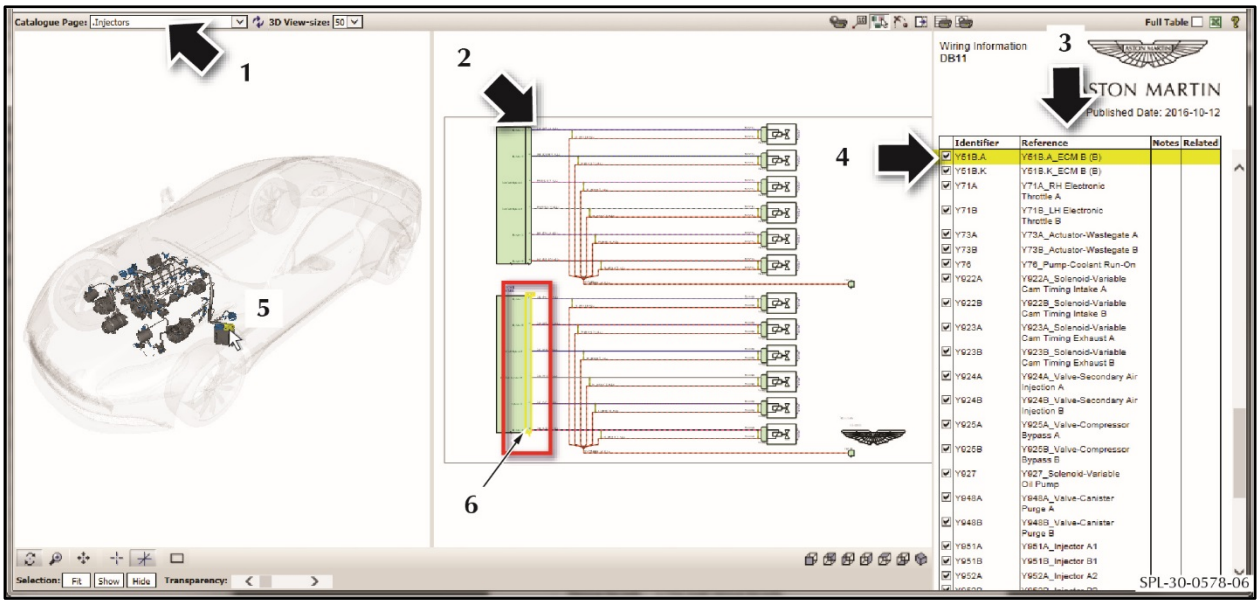

Figure 4
Select an electrical system page from the "**Catalogue Page**" drop down menu (1) (refer to Figure 4). You will now see the wiring diagram (2) for the system and a list of the components (3) in that system.